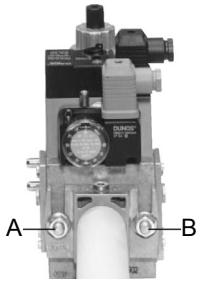
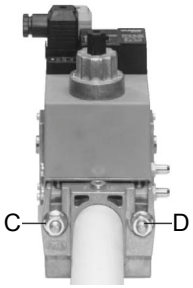
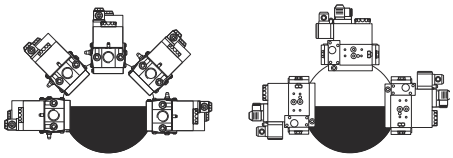

Fig. 5
Fig. 6
Fig. 8
3. stringere le viti A, B, C e D (Fig. 5 - Fig. 6), rispettando le posizioni di montaggio (Fig. 8);